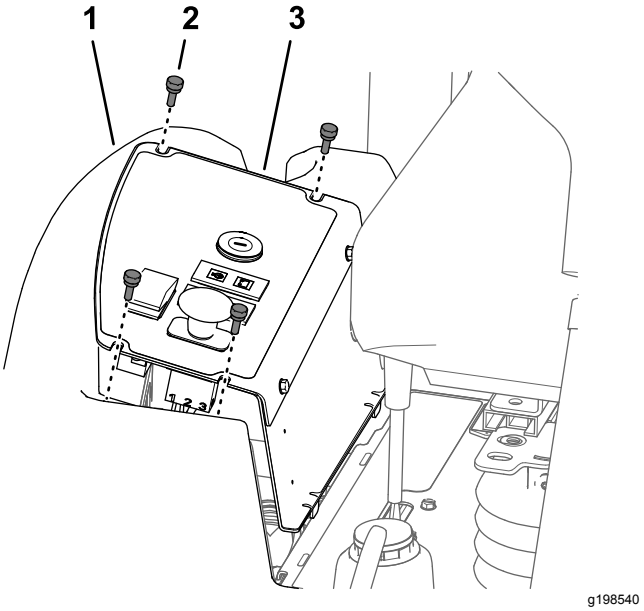

Figur 54
1. Ta bort de fyra vingskruvar som håller fast kontrollpanelens skydd på bränsletanken (Figur 54).
2. Lyft upp kontrollpanelens skydd (Figur 54).
3. Rikta in spåren längst upp på kontrollpanelens skydd med hålen i flänsen på bränsletanken (Figur 54).
4. Montera kontrollpanelens skydd på flänsen på bränsletanken med de fyra vingskruvarna (Figur 54) som du tog bort i steg 1 i Ta bort kontrollpanelens skydd (sida 48).